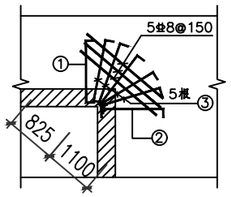

图7.1.4 阳角处配筋加强构造详图
7.1.4 当楼板中存在墙、柱阳角时，应在阳角处设置放射钢筋，详图7.1.4。